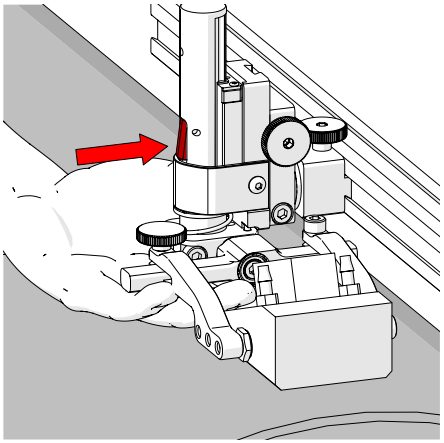
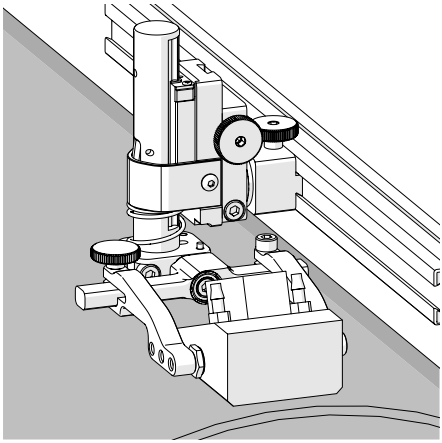

Fig. 122 - Press latch button
Fig. 123 - Lower toward scan surface
4. Lift the yoke slightly and press the latch button *(Fig. 122)*, then slowly lower towards scanning surface to apply spring pressure to the wedge *(Fig. 123)*.